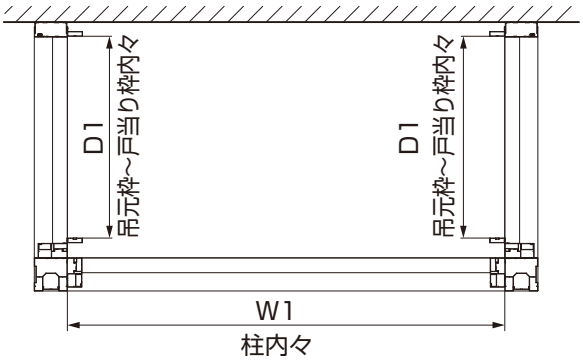
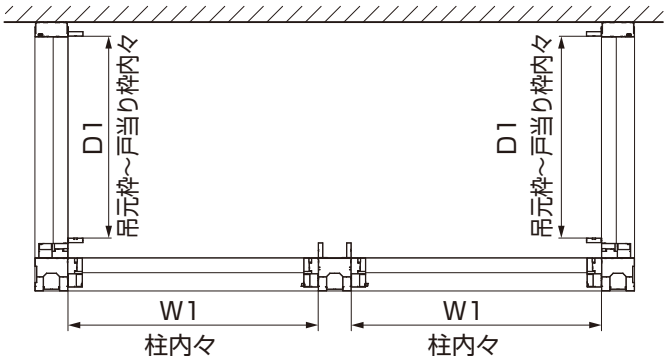

図6-1　1.5間～3.0間 基本タイプ
図6-2　2.5間以上 腰壁タイプ
①タイプに合わせて柱内々寸法W1を計測してください。（図6-1、図6-2参照）
③吊元枠～戸当り枠内々寸法D1を計測してください。（図6-1、図6-2参照）